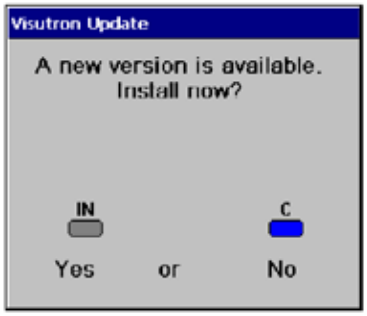

Figure IU-25, Update
3. The window in Figure IU-25 appears.